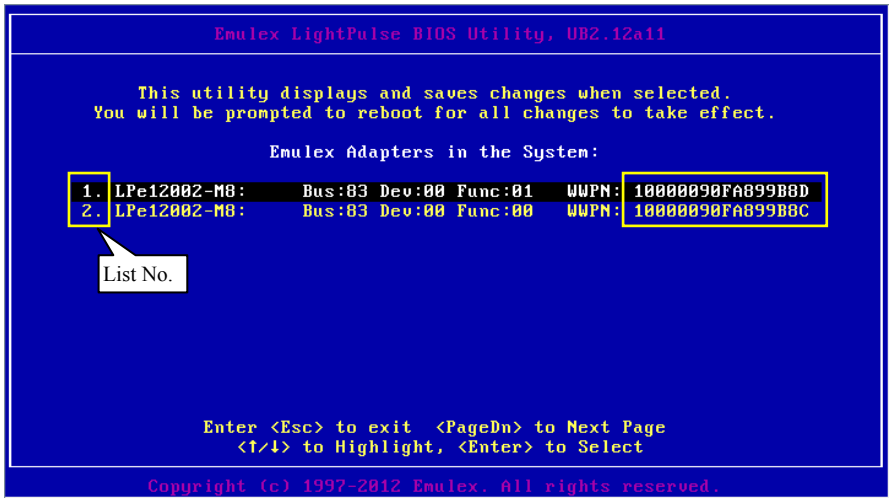

Figure B.5.1-2 Emulex Utility window (example)
(3) Take a note of WWN (16-digit alphanumeric characters) displayed at “WWPN:” as shown in Figure B.5.1-2 in the worksheet for a memo of WWN as shown in Table B.5.1-1, and then press [Esc] key.